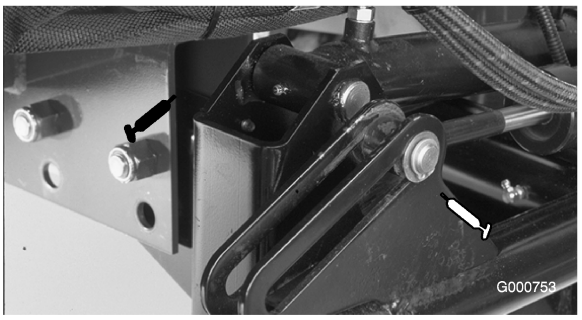
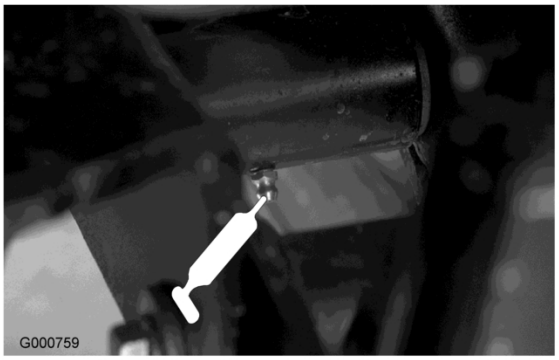

Figura 31
Figura 32
- Cilindri di sollevamento anteriori (3) (Figura 31 e Figura 32